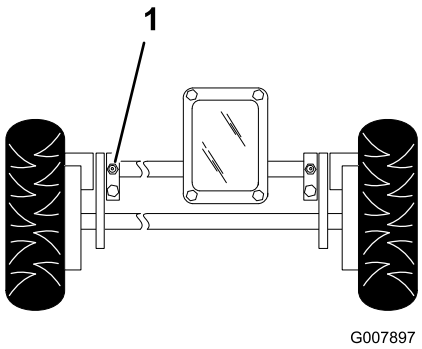

Figuur 31
1. Veeg de smeernippels met een doek schoon (Figuur 31).